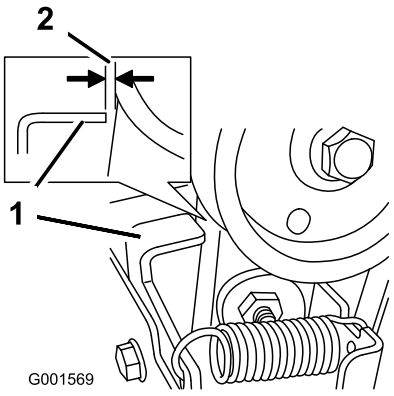

Figur 38
3. Ha matarskruvs-/impellerreglaget urkopplat och kontrollera att mellanrummet mellan matarskruvskopplingen och tappen är 1,5 mm (Figur 38).